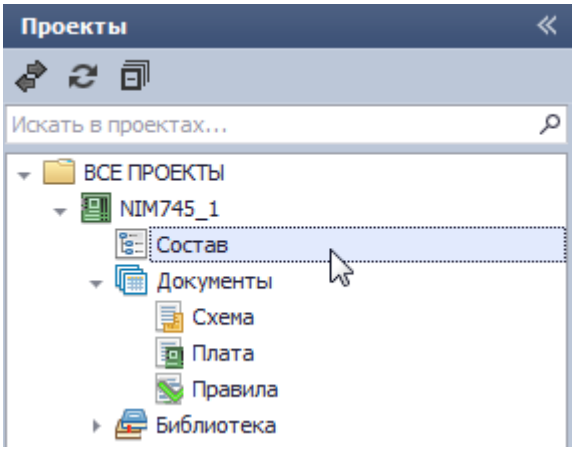

Рис. 568. Выбор активного проекта
1. Выбрать активный проект в дереве проектов на панели навигации и перейти на узел «Состав» см. Рис. 568.